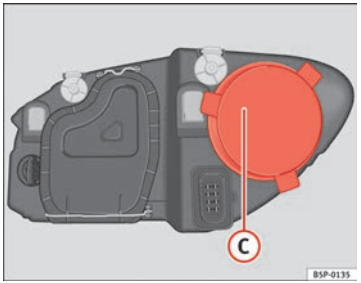

Fig. 189 Main beam headlights
– Remove the cover ⇒ Fig. 189 (C) by pulling on this.